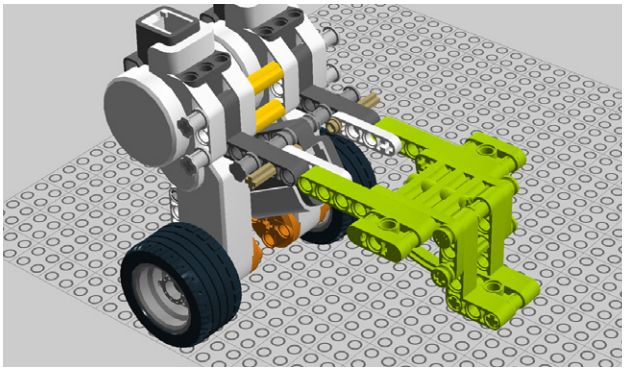

Figure 1-50. *Step 46: Adding the back assembly*
46. Add the back assembly as shown in Figure 1-50. Note that you'll have to hold it in place until the next step!